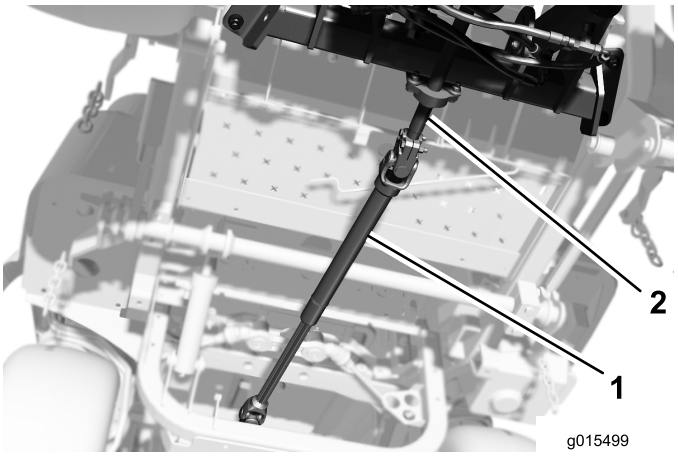

Figur 10
1. När du riktar in drivaxelns monteringshål mot hålen i mellanaxeln ska du trä på drivaxeln på tillbehörets mellanaxel (Figur 10).